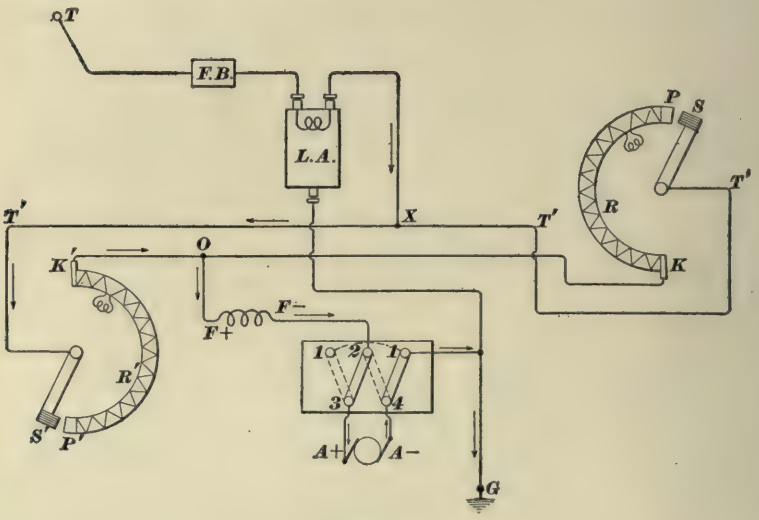
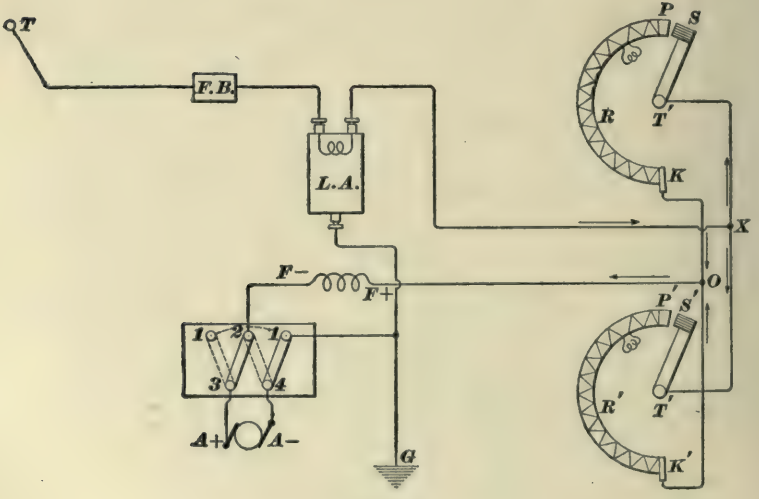

FIG. 14.
FIG. 15.
**14. Two Rheostats and One Motor.**—Fig. 14 gives the connections on a single-motor car, controlled from both ends and by means of two rheostats. Where there are two rheostats, a car is less apt to become helpless, because, if the front controller gives out, the rear one can be used. This diagram approaches more nearly an up-to-date car-wiring diagram than any that has been considered up to this point. Two wires *T'-T'-T'* and *K-K'* run the full length of the car. Of course, when one controller is in use, the other is not, and it is, therefore, at the off-position; if the right-hand controller is in use, the path of the current is *T-F.B.-L.A.-X-T'-T'-S-P-R-K-O-F+ -F- -2-3-A+ -A- -4-1-G*; if the left-hand controller is used, the path of the current is *T-F.B.-L.A.-X-T'-S'-P'-R'-K'-O-F+ -F- -2-3-A+ -A- -4-1-G*; the two rheostats are simply in multiple, as can be more clearly seen in Fig. 15, where they are placed alongside of each other, instead of at
opposite ends of the car; the connections in Figs. 14 and 15 are exactly the same, and all the letters have the same meaning.
**15. Open Circuit.**—In Fig. 15, assuming both controllers to be on, the current from the fuse box splits as soon as it gets to point *X*; part of it goes through the upper rheostat and part of it through the lower one; the two parts run together again at point *O*, and take a common path through the motor and the reverse switch. Now, if any trouble occurs so that the car can be run from one controller, but not from the other, the symptom indicates that the trouble is in the local circuit of the rheostat from which the car will not run, and it must lay somewhere between points *X* and *O*, because everywhere else the circuit is common to both rheostats, and a fault on any common part of the circuit would make it impossible to run from either rheostat. When a car with two controllers, then, develops a fault that disables both of the controllers, the chances are that the fault is in the motor itself; if not there, in some portion of the trunk wiring outside of *O* and *X*, or in the reverse switch.